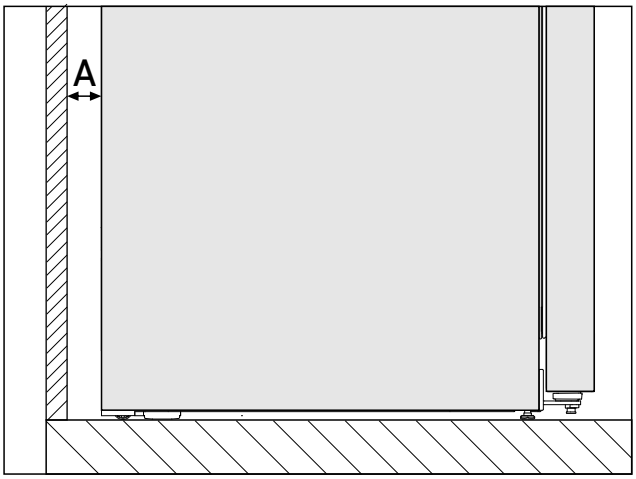

*Fig. 3 **
Energiankulutus on määritetty, kun laitteen takapuolen ja seinän välinen etäisyys on *Fig. 3 (A)*. Jos etäisyys seinästä on alle *Fig. 3 (A)*, se ei vaikuta laitteen toimintakykyyn. Kun etäisyys seinästä on pienempi, energiankulutus voi nousta hieman ja laitteen takaseinään voi muodostua kondenssivettä.*